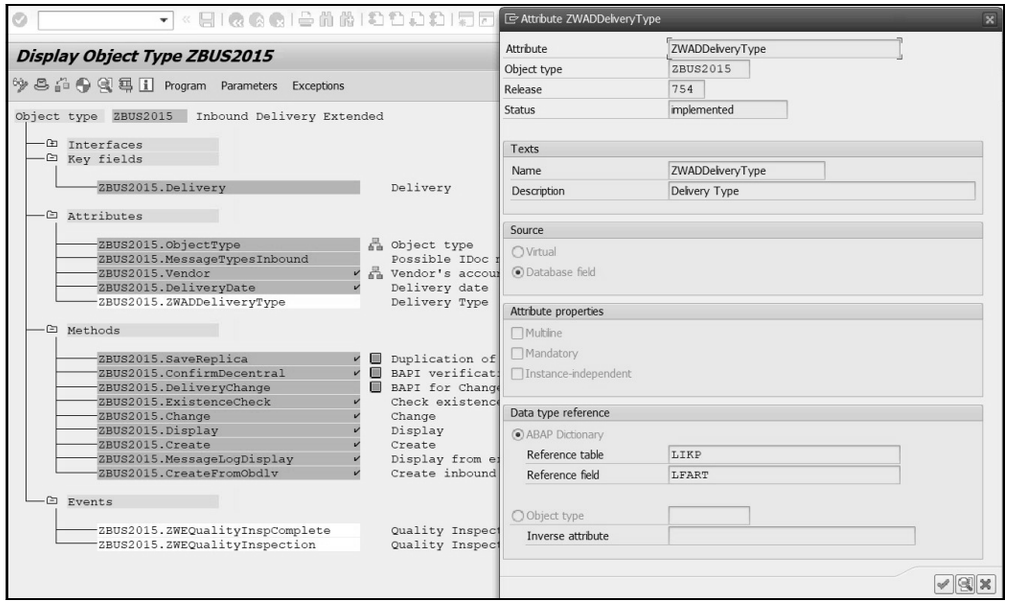

Figure 5.31 Creation of a Custom Attribute in the BOR Subtype Definition
2. Ensure that the field(s) to be used in the start condition exist as attribute(s) in the BOR type of the event. In this example, you need the `Delivery` type as an attribute in business object type `BUS2015`. Because this attribute doesn't exist in the standard, you must create a custom attribute in the delegated subtype `ZBUS2015`, as shown in Figure 5.31. (Refer to Chapter 3, Section 3.1.2, for details on how to create a database attribute in a business object type.) We've created custom database attribute `ZWADeliveryType` for this purpose.